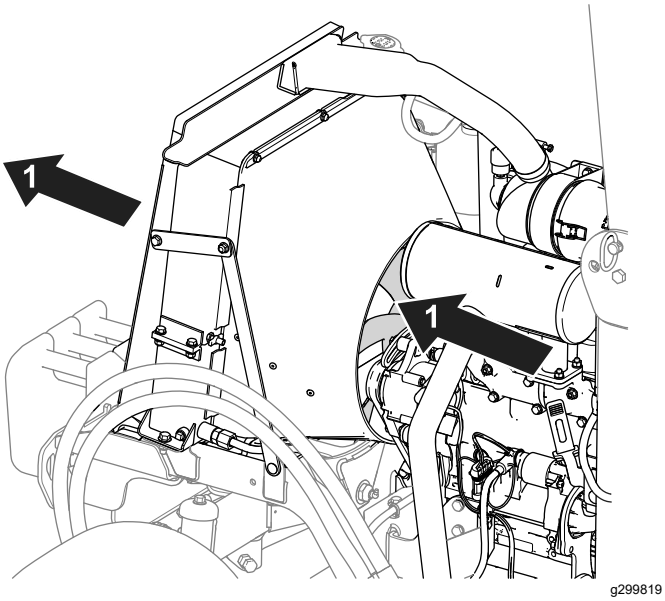

Bild 74
- Reinigen Sie die Kühlrippen mit Druckluft. Richten Sie dabei die Druckluft vom Motorinnenraum nach außen (Bild 74).